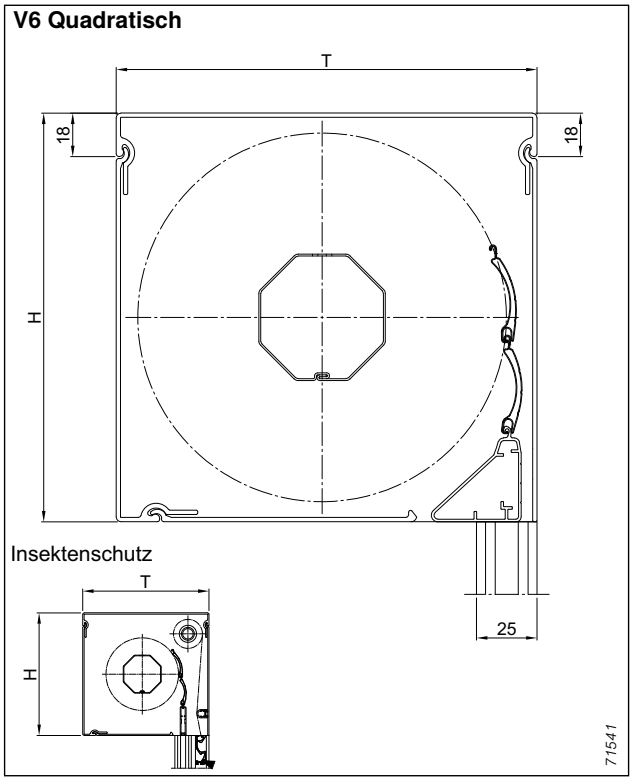

Abb. 15: Kastenabmessungen V6 Quadratisch
- Maße H und T je Kastengröße siehe Tabelle V6 Quadratisch (unter Abb. 15).